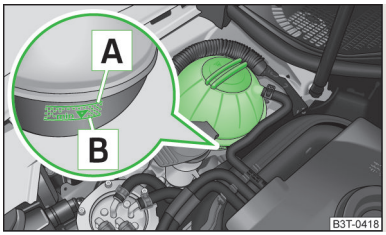

Fig. 156
When refilling, only use the same antifreeze written on the antifreeze expansion tank » Fig. 156 on page 199.
- Do not fill the coolant above the mark A » Fig. 156 on page 199.
› Check the level of coolant in the coolant expansion bottle » Fig. 156.